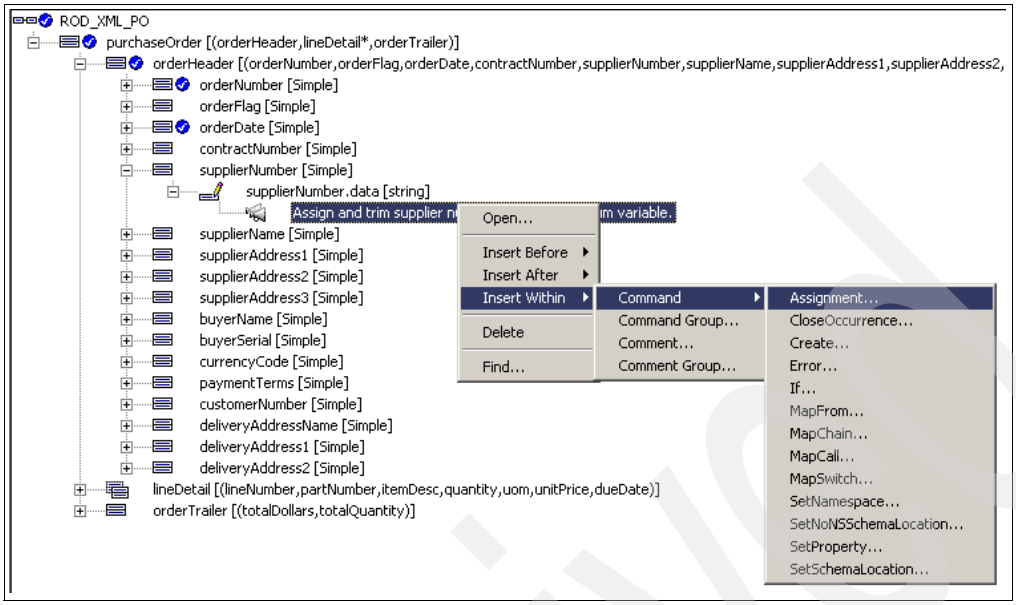

Figure 15-37 Assign variables
3. Right-click the newly created command group and select **Insert Within** → **Command** → **Assignment** (Figure 15-37 on page 502).